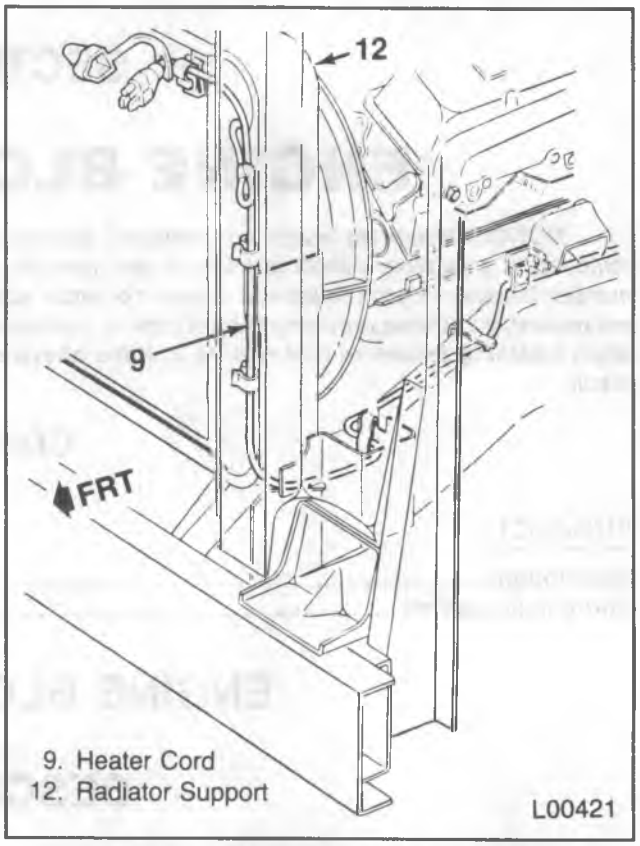

Figure 4—Heater Cord Routing (P3)
4. Route the heater cord so that it does not touch the engine, hot pipes, manifold, or any moving parts. Refer to figures 4, 5, 7, 8 and 9.